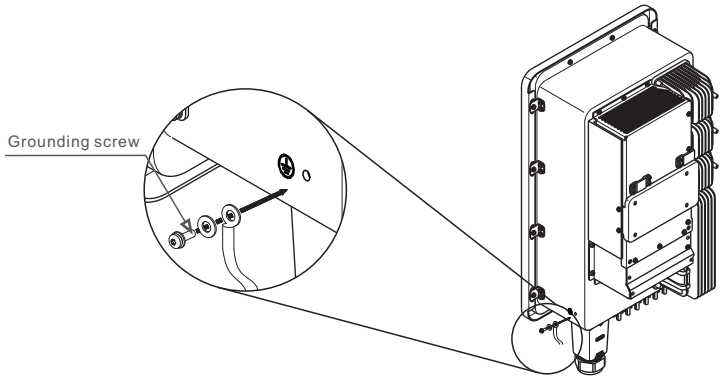

Figure 5.9 Fixed cable
6. Connect the grounding cable to the grounding point on the heat sink,and tighten the grounding screw, Torque is 3-4Nm(see figure 5.9).